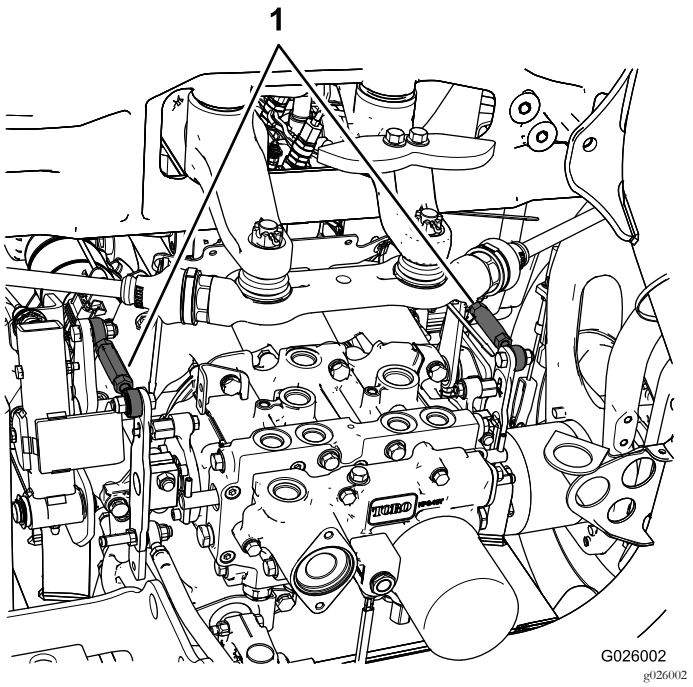

Figur 9
- Hvis det venstre baghjul roterer, skal kontramøtrikkerne løsnes på transmissionsstyrestangen i venstre side (Figur 9).